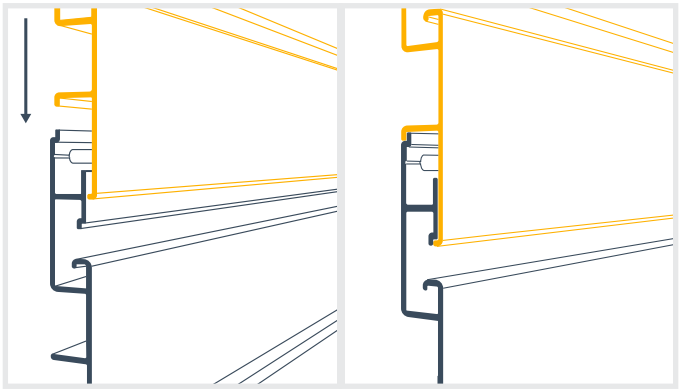

Fig. 28
2. Starting at one end and moving to the other, apply gentle downward pressure (towards the floor) to interlock the panel with the previously installed panel below. You will feel and hear a “snap” when the panels have properly interlocked together (Fig. 28)